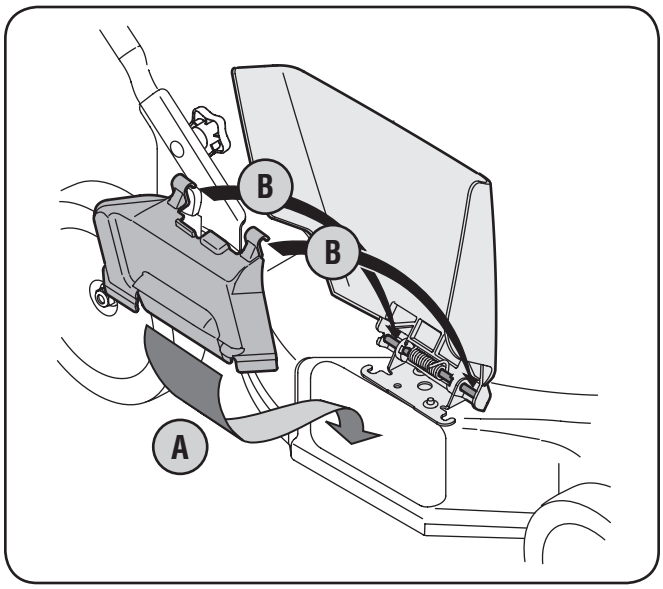

Figure 3-6
a. Lift up and hold the side-discharge chute deflector and insert the bottom lip of the mulching baffle inside the chute opening See Fig. 3-6.